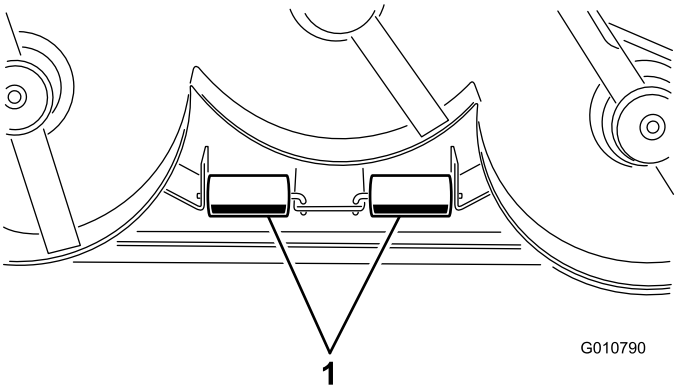

**Figuur 12**
1. Verwijder de borgpennen waarmee de rolassen aan de beugels aan onderzijde van het maaidek zijn bevestigd (Figuur 12).